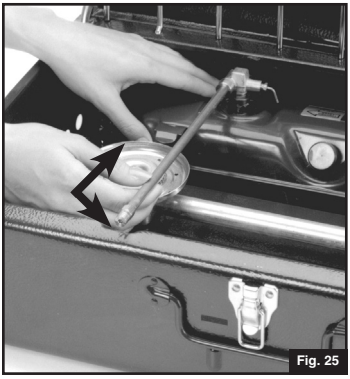

Fig. 25
■ The tank fits in the left end of stove with VALVE WHEEL fitted under rear lip of case. (Fig. 25)